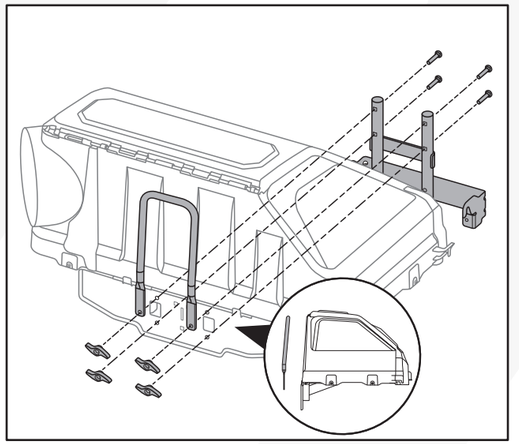

Fig. 7
1.Connect the upper grass catcher bracket and the U bracket to the grass catcher hood with four bolts (M8x45) and four wing knobs. Ensure the tip of the U bracket tilts towards the grass catcher hood. (Fig.7)